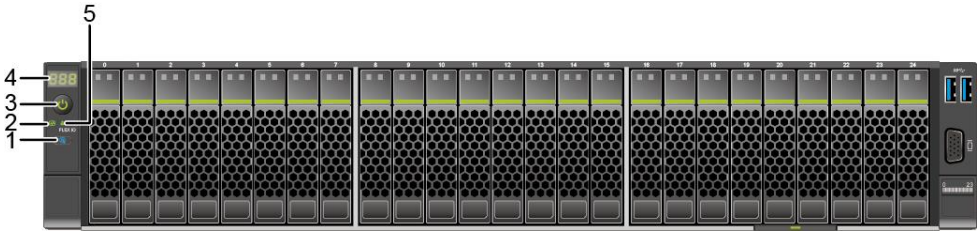

图 4-3 25x2.5 英寸硬盘配置前面板指示灯和按钮
- 以 25x2.5 英寸硬盘配置为例，前面板指示灯和按钮如图 4-3 所示。